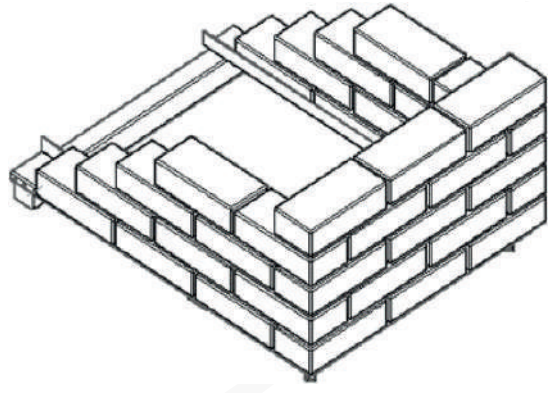

Рис.16 Схема укладки керамического кирпича
2.3.5.2 Произвести укладку керамического кирпича с использованием термостойкой кладочной смеси согласно рис.16